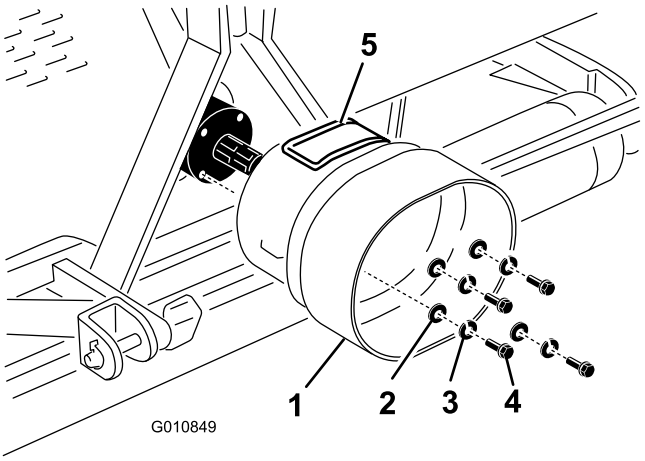

**Figur 19**
1. Ta bort de 4 bultarna, låsbrickorna och planbrickorna som är fästa på baksidan av luftarens växellåda (Figur 19).
2. Montera kraftuttagsskyddet på luftarens växellåda med fästelementen som du tog bort tidigare (Figur 19). När du monterar kraftuttagsskyddet ska du se till att åtkomstpanelen (Figur 19) är placerad upptill eller på sidan beroende på luftarens ramkonfiguration.
**Obs:** Du kan öppna åtkomstpanelen (Figur 19) så blir det lättare att ta bort och sätta dit fästelementen för kraftuttagsaxeln.